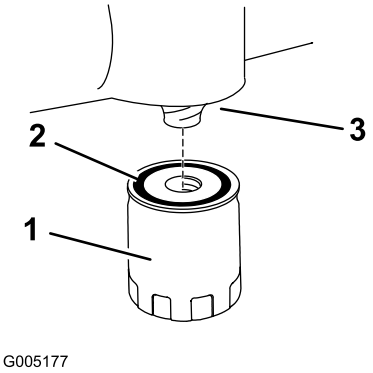

Figur 35
13. Sätt i det nya oljefiltret i monteringsmellanlägget. Vrid oljefiltret medsols tills gummipackningen är i kontakt med mellanlägget, och skruva sedan åt filtret ytterligare två tredjedels till ett helt varv (Figur 35).